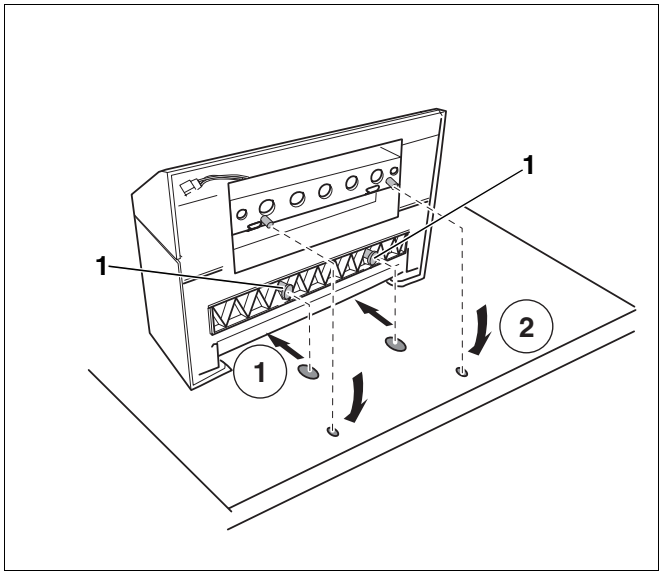

Abb. 6 Regelgerät am Heizkessel montieren (Ansicht: Rückseite Heizkessel)
- Vordere Haken (Abb. 6, **Pos. 1**) an der Unterseite des Regelgerätes auf die vorgesehenen Aussparungen am Heizkessel setzen und Regelgerät nach vorne ziehen (Abb. 6, **Schritt 1**).
- Regelgerät hinten nach unten drücken, bis dieses am Heizkessel einrastet (Abb. 6, **Schritt 2**).